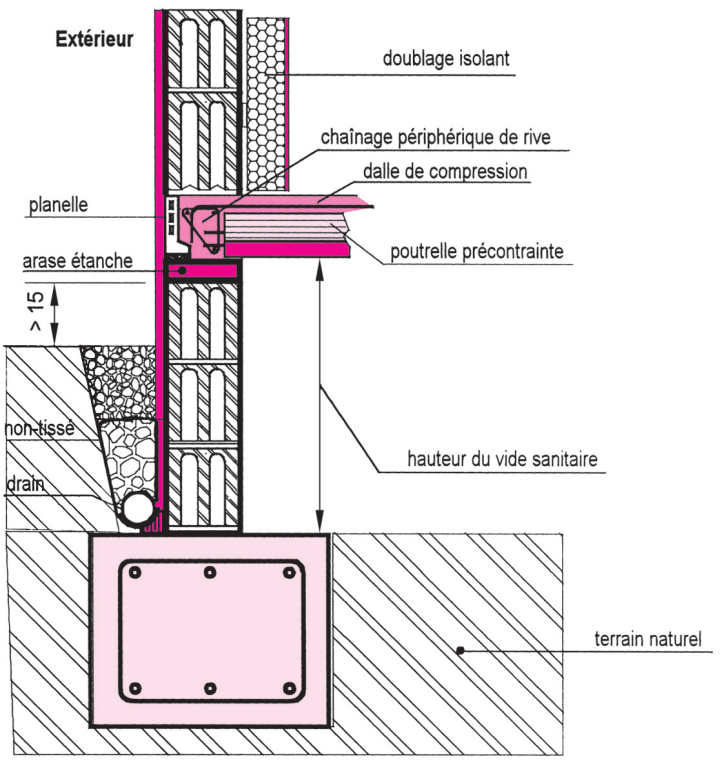

Fig. 16 : Soubassement et protection du mur enterré
On évite les remontées capillaires au niveau du plancher par une arase étanche (fig. 16) :
- Une hauteur minimale de 15 cm est prescrite sous le niveau de l'arase (fig. 16).